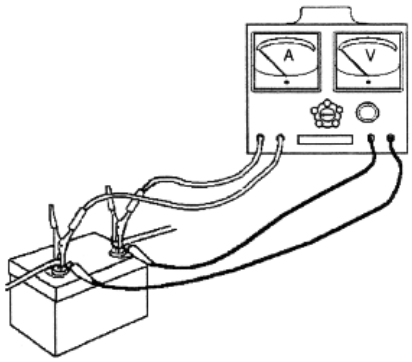

Figura 25
1. Conectar los conductores del voltímetro y del amperímetro del probador, como se muestra en la Figura 25, de la siguiente página. El botón del control de carga debe estar en la posición “OFF”.